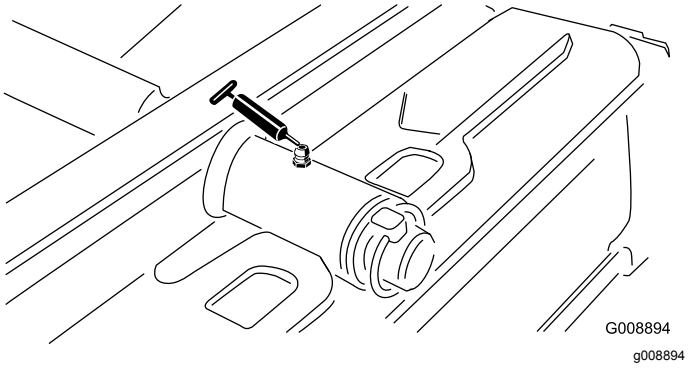

Rysunek 49
- Oś tylnego zespołu tnącego (Rysunek 49)